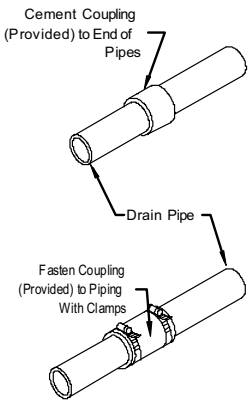
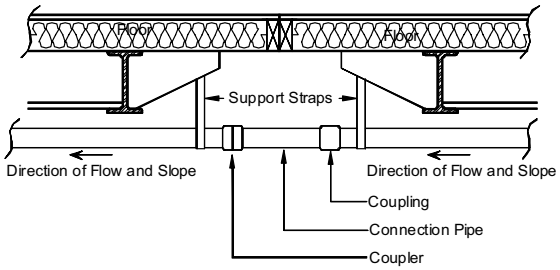
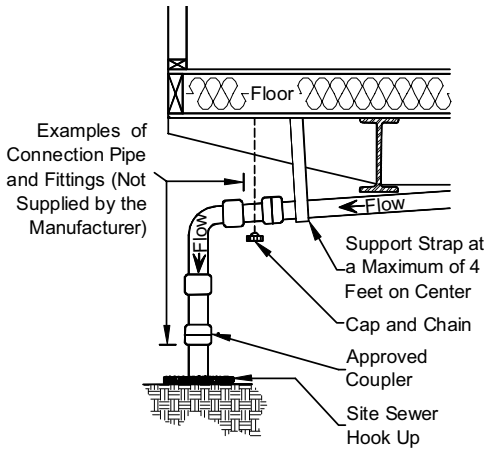
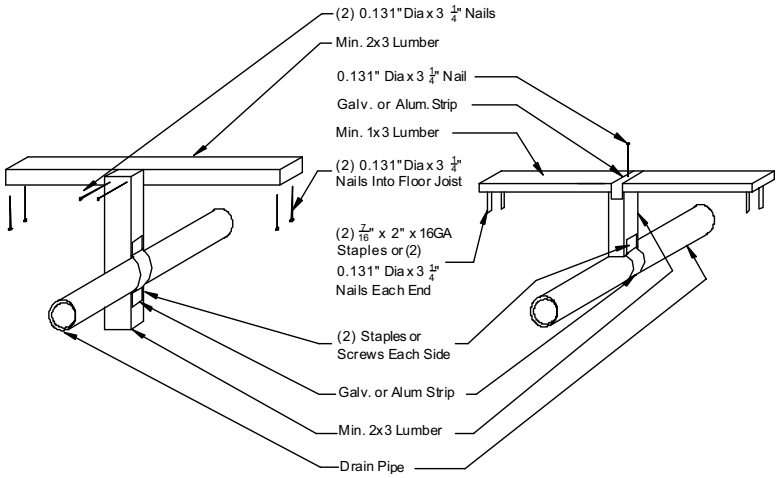

Figure 63. *Drain crossover connection*
Figure 64.*DWV system*
Figure 65. *DWV connection to sewer/septic*
Figure 66. *DWV pipe support options*
2. **Assemble pipes.** Using the drain schematic drawing provided with the home, begin assembling the DWV system starting at the location farthest from the sewer/septic connection and working towards the outlet, fastening the pipe with cement or adjustable screw-clamp connectors, if provided (**Figure 63**). As the system is assembled, support the piping with temporary blocking. Unless otherwise noted on the schematic diagram, provide a minimum 1/4 inch per foot slope towards the sewer/septic using a plumber's level. Where a slope of 1/4 inch per foot cannot be maintained, use a minimum slope of 1/8 inch per foot and install of a full-size clean-out at the uppermost point of the run (**Figure 64**).
4. **Connect to outlet.** Connect the main drain line to the site sewer/septic hookup, using an approved elastomer coupling (**Figure 65**).
5. **Install supports.** Install permanent drain line supports at a distance of four feet o.c. or less (see **Figure 63**, **Figure 65**, and **Figure 66**).